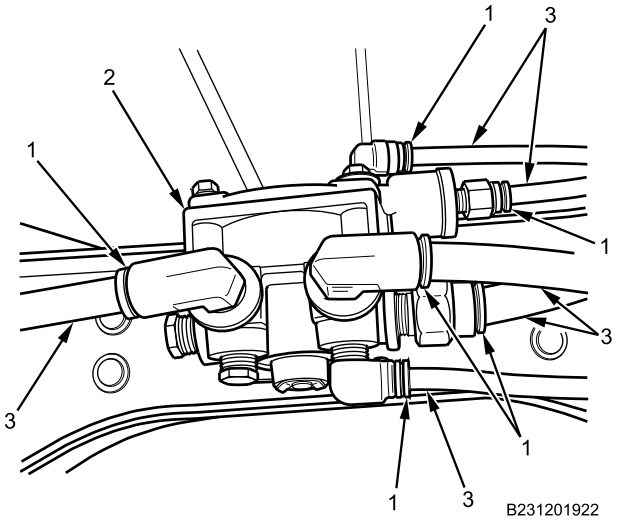

Figure 4. Air Brake Relay Valve Connections.
2. Install six air lines (Figure 4, Item 3) in quick connect fittings (Figure 4, Item 1) on air brake relay valve (Figure 4, Item 2).